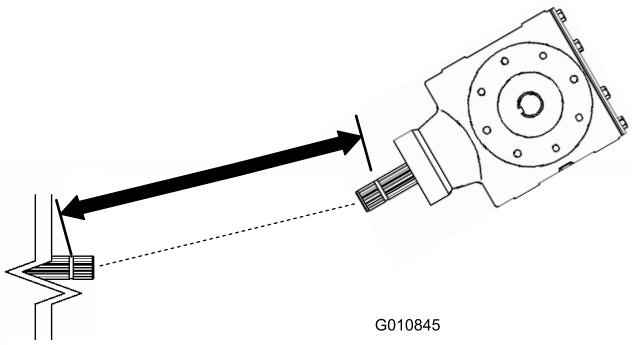
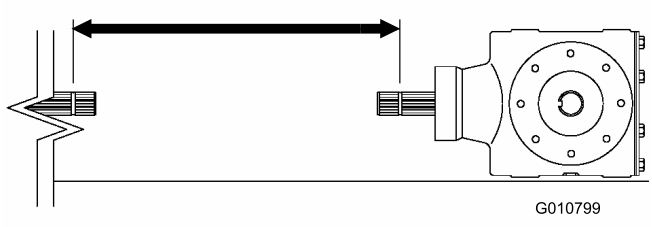
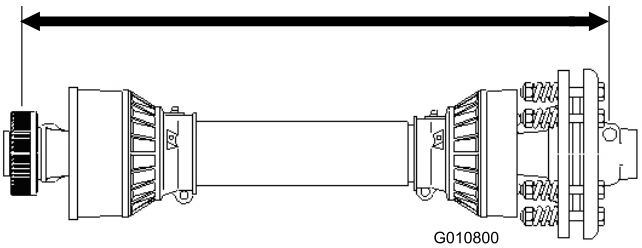

Rysunek 13
Rysunek 15
Rysunek 16
3. Zmierz odległość od rowka zatrzasku na WOM traktora do rowka zatrzasku na wale przekładni aeratora (Rysunek 13). Zapisz zmierzoną odległość. Przykład: 67 cm
5. Zmierz odległość od rowka zatrzasku na WOM traktora do rowka zatrzasku na wale przekładni aeratora (Rysunek 15). Zapisz zmierzoną odległość. Przykład: 70 cm
6. Na wale sprzęgającym zmierz odległość od środka kulki sworznia blokady na jednym końcu wału do środka kulki sworznia blokady na drugim końcu wałka (Rysunek 16). Zapisz zmierzoną odległość. Przykład: 81 cm.
7. Wybierz krótszą z dwóch odległości uzyskanych w Rysunek 15 oraz Rysunek 13 i odejmij ją od odległości dla Rysunek 16. Przykład: 81 cm odjąć 67 cm wynosi 14 cm.